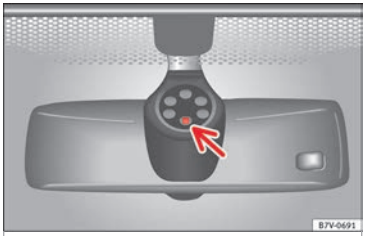

Fig. 145 Rain sensor sensitive surface
Possible causes of faults and mistaken readings *on the sensitive surface* ››› Fig. 145 of the rain sensor include:
- **Clean the sensitive surface of the rain sensor regularly and check the blades for damage ››› Fig. 145 (arrow).**